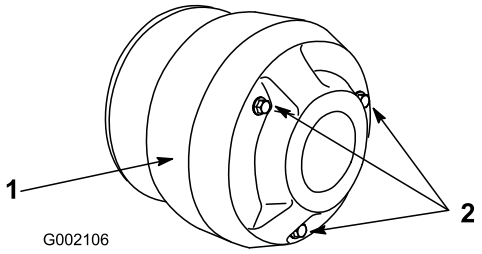

**Figure 46**
3. Remove the 3 bolts securing the cover to the clutch and remove the cover (Figure 46).